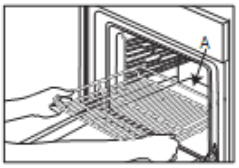
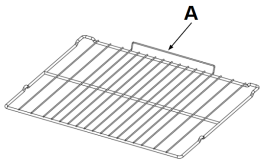

Fig. 1a
Fig. 1B
1. Insérez la grille horizontalement, avec la partie rehaussée « A » orientée vers le haut (Fig. 1A, Fig. 1B)